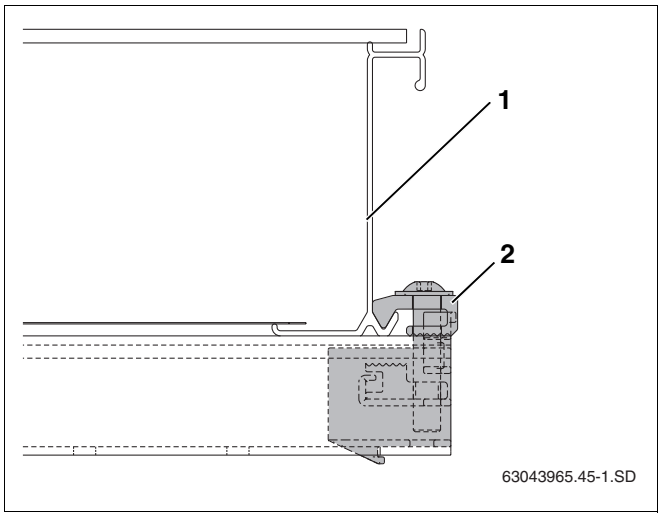

Abb. 44 Verschraubter einseitiger Kollektorspanner
- Kollektor (Abb. 44, **Pos. 1**) vorsichtig an den einseitigen Kollektorspanner schieben und waagerecht ausrichten.
- Einseitigen Kollektorspanner mit dem Schlüssel SW5 verschrauben (Abb. 44, **Pos. 2**).
Der Niederhalter (Abb. 44, **Pos. 2**) des Kollektorspanners greift jetzt in die untere Kollektorkante.